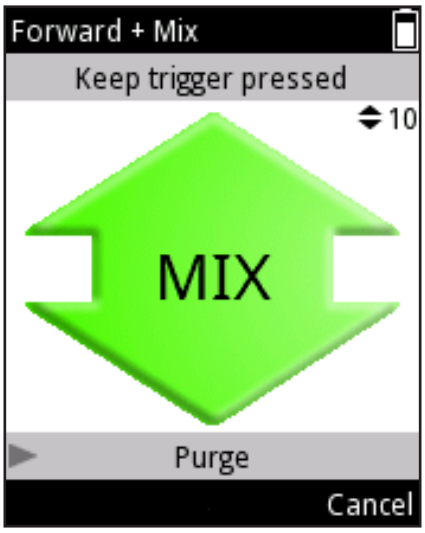

図 D29
6. a) User controlled （ユーザーコントロール型）混合タイプ：トリガが押されている限り、合計容量の70%がピペット操作されます（図 D29)。